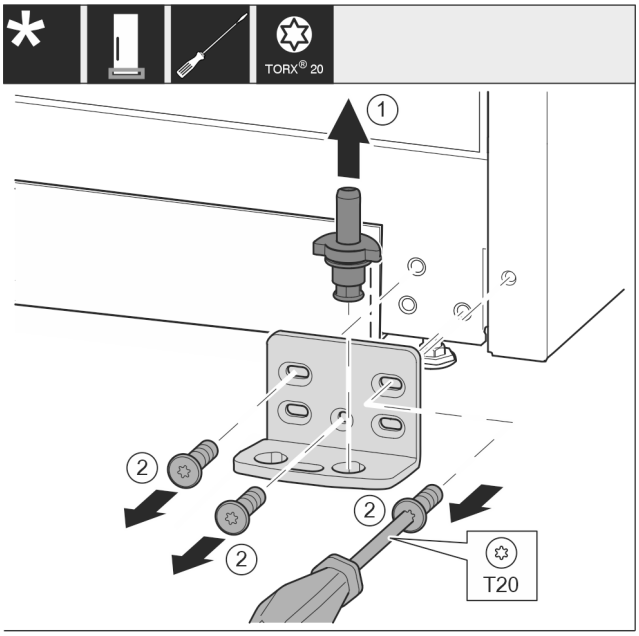

Fig. 14
- ▶ Pilnīgi izvelciet ārā uz augšu gultņa tapu *Fig. 14 (1)*.
- ▶ Ar skrūvgriezi izskrūvējiet skrūves *Fig. 14 (2)* un noņemiet gultņa balstu.